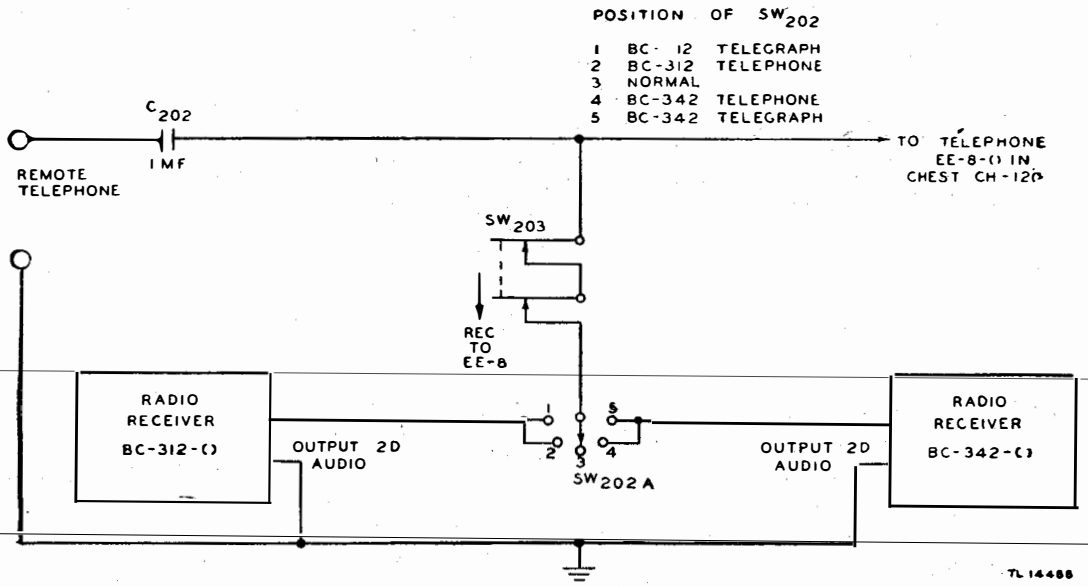

Figure 88. Transmitter control switch in REC. TO EE-8 position—functional diagram.
d. REC. TO EE–8 POSITION (fig. 88). When switch SW_{203} is set to REC. TO EE–8 and switch SW_{202} is set to either TELEPHONE position, switch SW_{203} performs one function: Switch SW_{203} connects the output from either Radio Receiver BC–312–( ) or BC–342–( ) to the ungrounded REMOTE TELEPHONE terminal through capacitor C_{202}.
(1) When switch SW_{203} is set to REC. TO EE–8, the A section of switch SW_{202} (fig. 88) switches the a-f outputs from either Radio Receiver BC–312–( ) or BC–342–( ) to the REMOTE TELEPHONE terminals of the junction box.